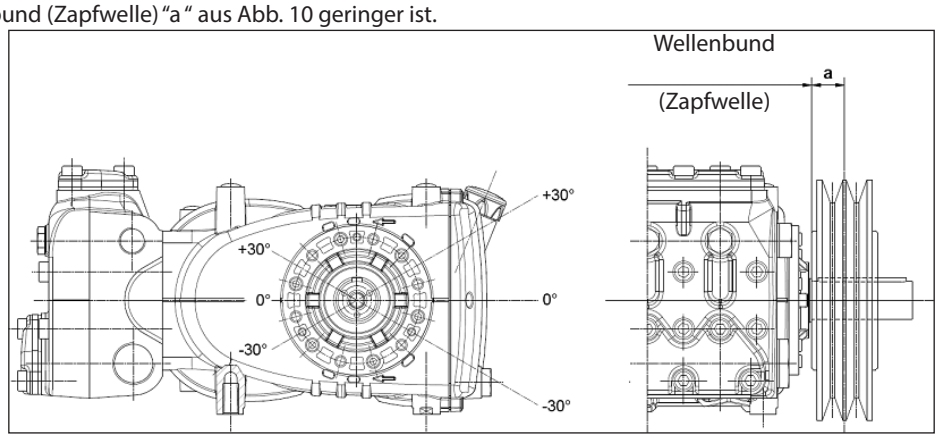

Abb. 10
Die radiale Belastung der Welle darf 3000 N (für die Definition der Anordnung erforderlicher Wert) nicht übersteigen. Der Antrieb gilt als richtig bemessen, wenn die Belastung bei einem maximalen Abstand a=30 mm vom Wellenbund (Zapfwelle) ausgeübt wird, siehe Abb. 10.
b) Verwenden Sie Hochleistungsriemen - zum Beispiel **XPB** statt **SPB** - da hierbei weniger Riemen bei gleicher Leistungsübertragung benötigt werden und der Abstand zum Wellenbund (Zapfwelle) "a " aus Abb. 10 geringer ist.